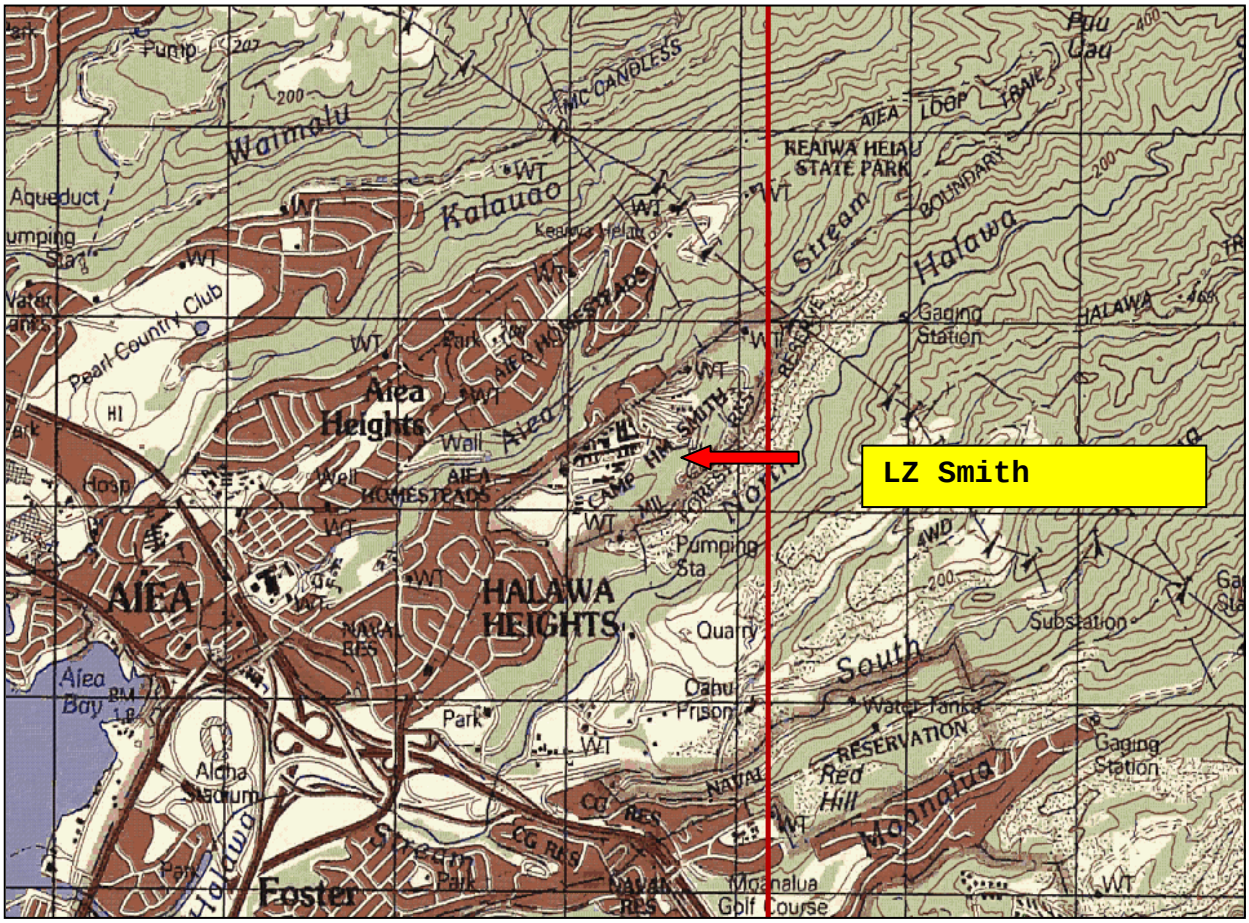

Figure 4-4 Location of LZ Smith
a. LZ Smith is the primary Helicopter LZ for all helicopter operations aboard Camp H. M. Smith. Figure 4-4 depicts the location of LZ Smith. The LZ is capable of receiving aircraft during daylight hours and during VFR only, except in the case of emergencies. LZ Smith is located in the northeastern corner of the Camp known as Smith Field. It is roughly 165 meters by 125 meters, marked rectangular field. The long axis of the field runs north and south.
(1) The Assistant Chief of Staff, G-3, U.S. Marine Corps Forces, Pacific (MARFORPAC) is assigned the responsibilities of delineating the ATC Procedures utilized at the Smith Field LZ.
(2) The LZ is located at coordinates 137/659 on the 1:25,000 grid map (5420 IV Waipahu) and bears approximately 600 meters northeast from the Marine Forces Pacific Headquarters Building.
(3) Requirements for helicopter use of LZ Smith shall be coordinated with MCB Hawaii, O&T Directorate at least seven business days in advance. A RFMSS request must be submitted. Scheduling routine use of the LZ between the hours of 1100-1300, Monday-Friday, should be discouraged. Notification will be given to MARFORPAC O&T Directorate Aviation and MPD when scheduling the use of LZ Smith. O&T Directorate will confirm the use of LZ Smith with MCAS Airfield Operations on the date of the scheduled flight.